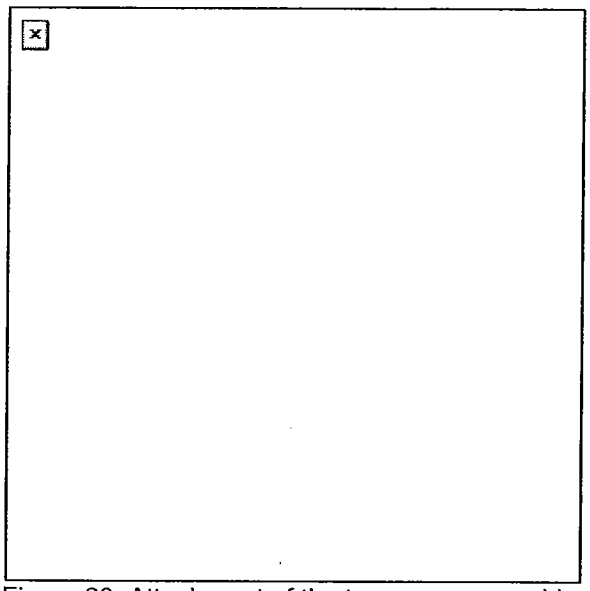

Figure 20. Attachment of the top cover assembly.
(1) Place the tray in the top of the feeder, recessed side up.
(2) The pinholes on the tray should line up with the lugs on the receiver.
(3) Position the feed slide assembly by lining up the tabs with the slots on the tray.
(4) Insert the tabs into the slots. Drop the feed slide assembly into the tray and move it slightly to ensure engagement.
f. Attach the top cover assembly (Figure 20).